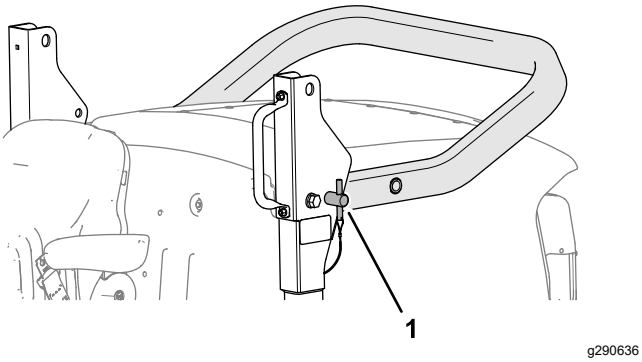

Figur 27
5. Indsæt styrtbøjlestifterne i de nederste huller i aksebeslagene (Figur 27).